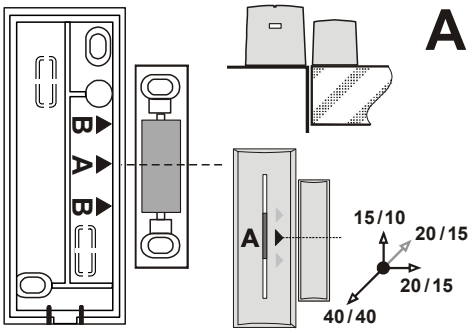
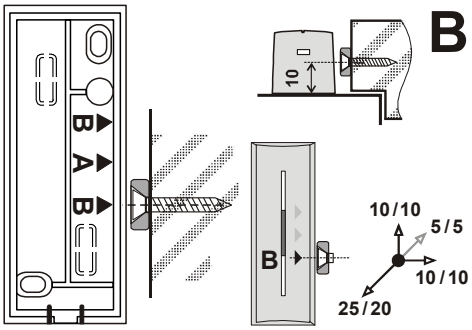

rys. 5
rys. 6
3. Przyśrubuj magnes na ruchomą część drzwi (okna). Magnes w plastikowym korpusie umieść pośrodku korpusa naprzeciwko strzałki A, pierścieniowy magnes powinien być naprzeciwko strzałki B. Odstęp magnesu od części nadającej powinien być przy zamkniętych drzwiach jak najmniejszy. Odstęp dla aktywacji przy oddaleniu magnesu we wszystkich osiach i dla niemagnetycznego / magnetycznego podkładu montażowego są podane na rysunku **rys. 5** i **rys. 6**. *Uwaga Do ustawienia wysokości A magnesu zastosuj dostarczoną podkładkę.*
Typowy odstęp rozwierający/zwierający	**rys. 5** i **rys. 6**